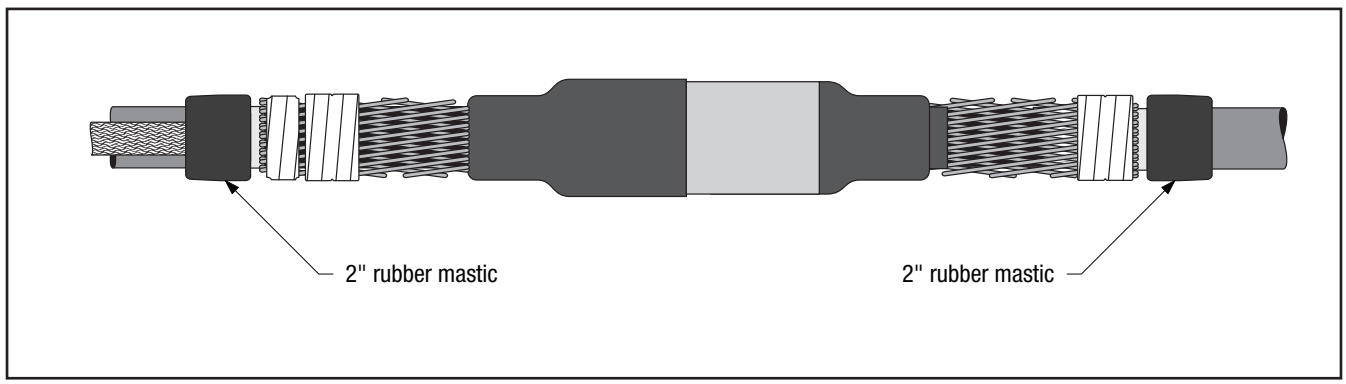
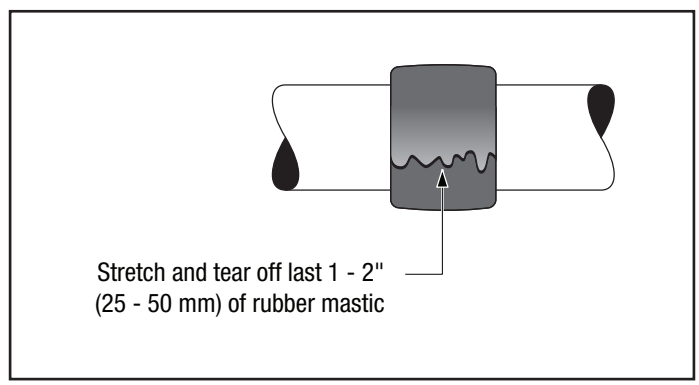

Figure 21
Figure 22
7.1 Wrap a roll of slightly stretched Scotch® Rubber Mastic Tape 2228, 2" x 36" around cable jacket ends (tacky side toward cable) *(Figure 21)*. If grounding was applied, apply tape over mastic strips at solder block. Stretch and tear off last 1 - 2" (25 - 50 mm) of mastic *(Figure 22)*.